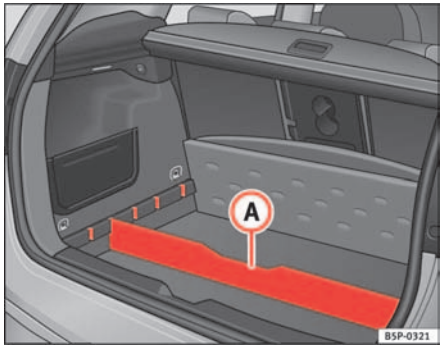

Fig. 104 Stowage in the luggage compartment
– Fit the separator (A) ⇒ fig. 104, into the side grooves depending on the size of the objects to be transported. The onboard tool kit and the spare wheel are located underneath the luggage compartment.